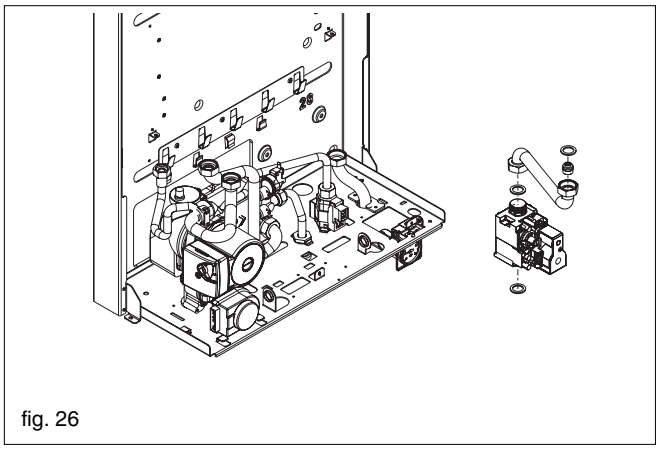

fig. 26
6.12 GAS VALVE (fig. 26)
6.12.1 INJECTOR (fig. 26)